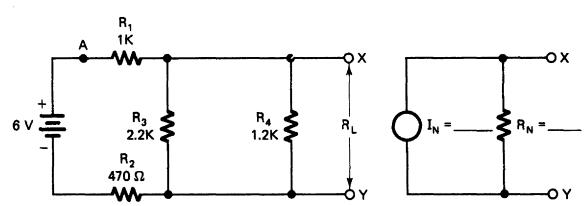

FIGURE 3-11A Circuit for application of Norton's theorem.
1. Calculate the values of Norton equivalent resistance (R_N) and Norton equivalent current (I_N) for the circuit in Fig. 3-11A. Label the values of I_N and R_N and the direction of I_N on the diagram.
3. Construct the circuit shown in Fig. 3-11A. Place a shorting wire across terminals X and Y, then apply 6 V.